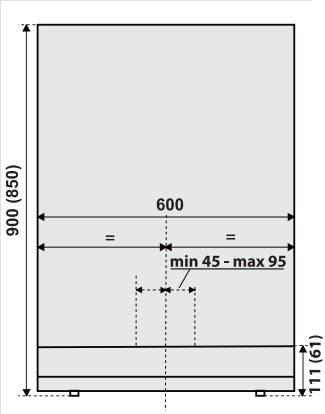

рис. 2
- Тримаючи скляні дверцята за нижній край, акуратно підніміть дверцята щоб зняти їх із кріплення. (Рис. 2)
- Із системою GentleClose поверніть петлі назад на 90° (рис. 2)
Будь ласка, зверніться до рис. 2, що ілюструє розміри вбудованого приладу зі встановленим кутовим кронштейном і повністю втягнутими регульованими ніжками.
- Олівцем позначте середину приладу на стіні через отвір в нижній частині приладу. Потім зробіть іще одну позначку на відстані від 45 до 95 міліметрів правіше від середини (рис. 2).